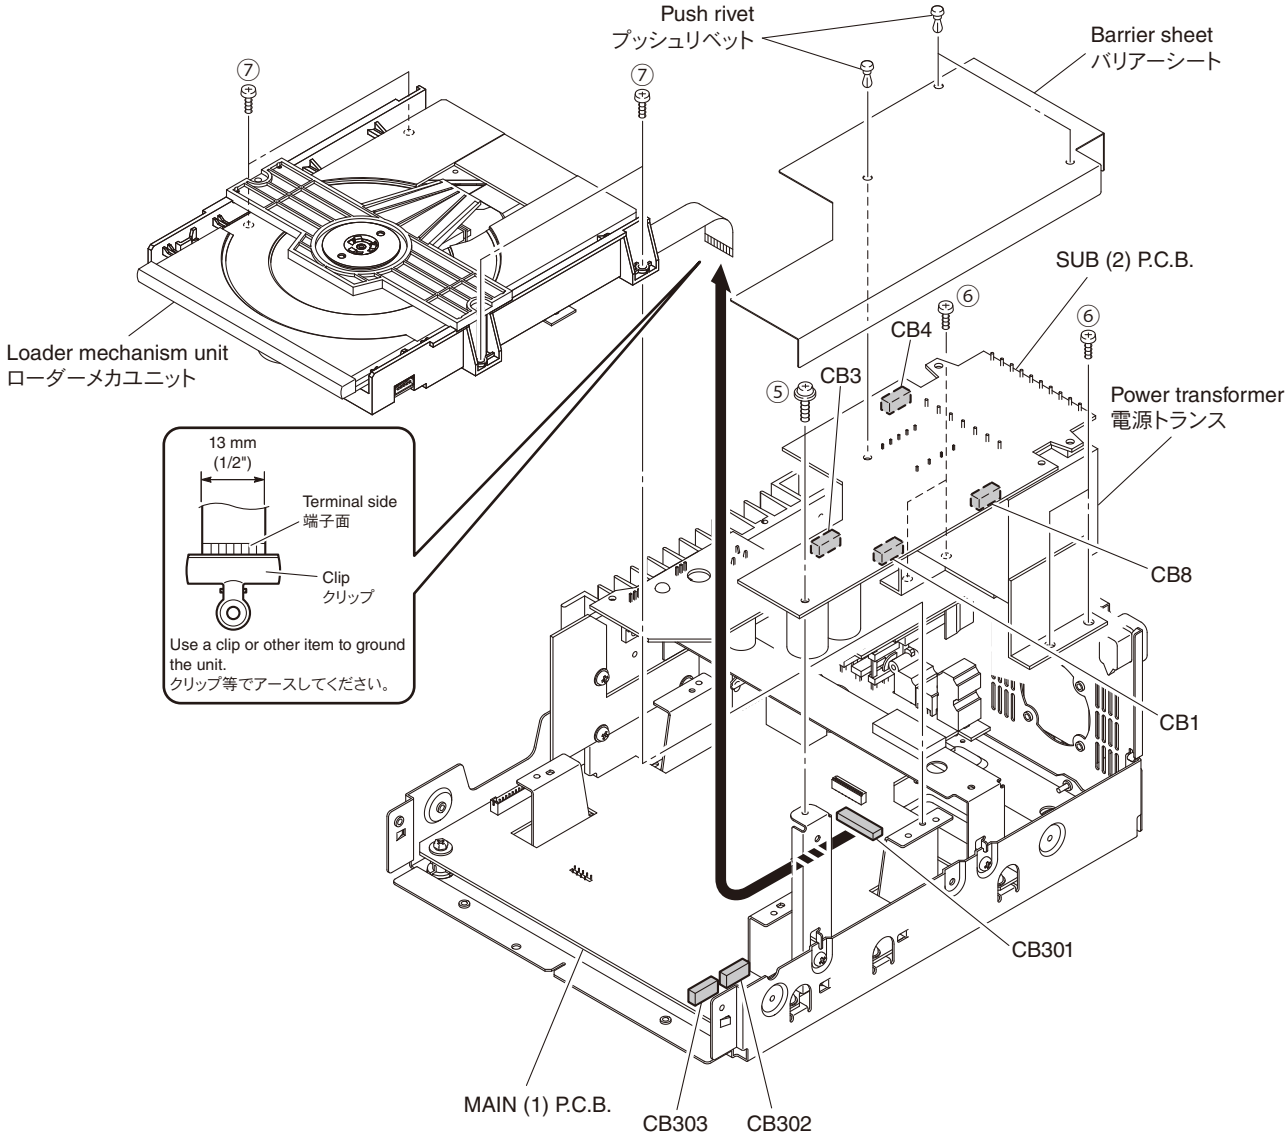

Fig. 2
3. Removal of SUB (2) P.C.B. and Power Transformer
a. Remove 3 push rivets and remove the barrier sheet. (Fig. 2)
b. Remove screw (⑤) and 4 screws (⑥). (Fig. 2)
c. Remove CB3, CB4 and CB8. (Fig. 2)
d. Remove the SUB (2) P.C.B. together with the power transformer. (Fig. 2)
a. Remove 4 screws (⑦). (Fig. 2)
b. Lift the loader mechanism unit. (Fig. 2)
c. Remove CB302 and CB303. (Fig. 2)
d. Unlock CB301. (Fig. 2)
e. Remove the CB301 and ground the terminal side of the flexible flat cable with a clip or the like. (Fig. 2)
f. Remove the loader mechanism unit. (Fig. 2)
a. プッシュリベット 3 個を外し、バリアーシートを外します。（Fig. 2）
b. ⑤ のネジ 1 本、⑥ のネジ 4 本を外します。（Fig. 2）
c. CB3、CB4、CB8 を外します。（Fig. 2）
d. SUB（2）P.C.B. を電源トランスと一緒に外します。（Fig. 2）
a. ⑦ のネジ 4 本を外します。（Fig. 2）
b. ローダーメカユニットを持ち上げます。（Fig. 2）
c. CB302、CB303 を外します。（Fig. 2）
d. CB301 のロックを解除します。（Fig. 2）
e. CB301 を外し、カード電線の端子面をクリップ等でアースします。（Fig. 2）
f. ローダーメカユニットを外します。（Fig. 2）